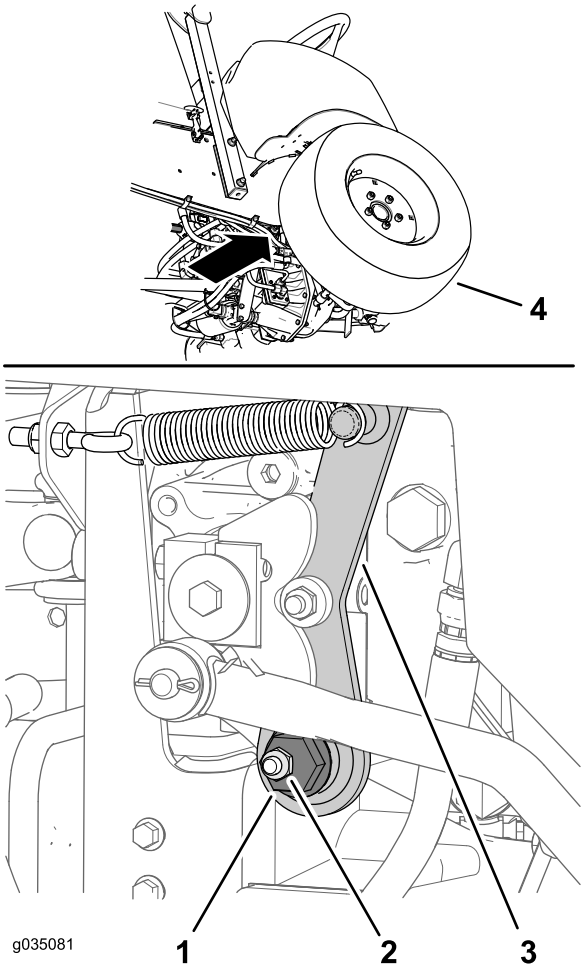

Figur 70
1. Find den excentriske sekskantskrue til højre på hydraulikpumpen og under kontrolkonsollen (Figur 70).
2. Løsn låsemøtrikken, indtil du kan bevæge den excentriske sekskantskrue (Figur 70).
4. Drej den excentriske sekskantskrue mod uret, indtil forhjulet begynder at dreje fremad. Drej derefter den excentriske sekskantskrue med uret, indtil forhjulet begynder at dreje bagud (Figur 70).